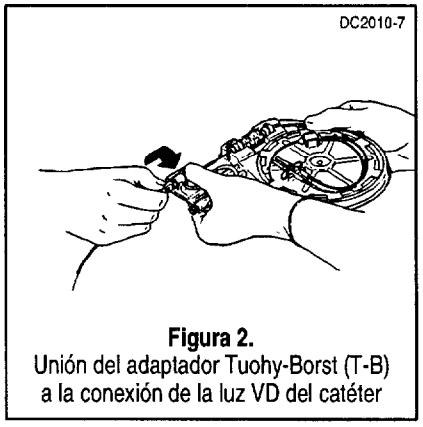

Figura 2.
3. Desconecte la conexión VD del catéter del transductor de presión. Quite el capuchón protector del adaptador Tuohy-Borst (T-B). Conecte el adaptador T-B a la conexión de la luz VD (Figura 2). **Asegúrese de no dañar la punta de la sonda.**